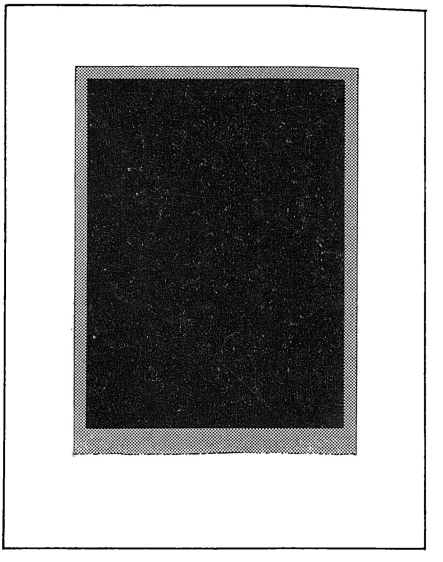

Figure 69. Medium gray step-off moderates the harsh contrast of the dark background.
68), and, in the second case, to mitigate the crass contrast by the use of an intermediate half-tone (Figure 69).